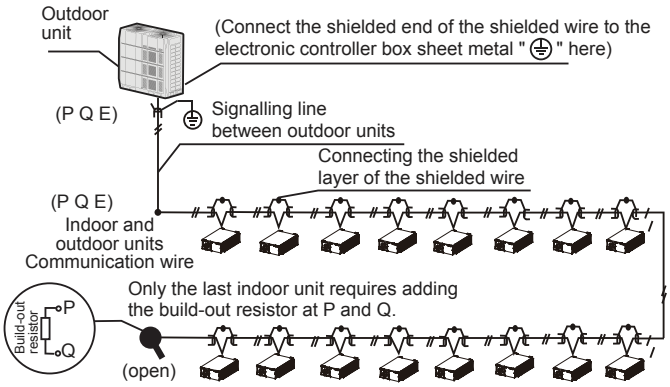

Figure 7.6
- The communication wiring between the indoor and outdoor units should be connected one unit after another in a daisy chain from the outdoor unit to the final indoor unit.And the shielded layer must be properly grounded, and a build-out resistor must be added to the last indoor unit to enhance the stability of the communication system (see Figure 7.6).